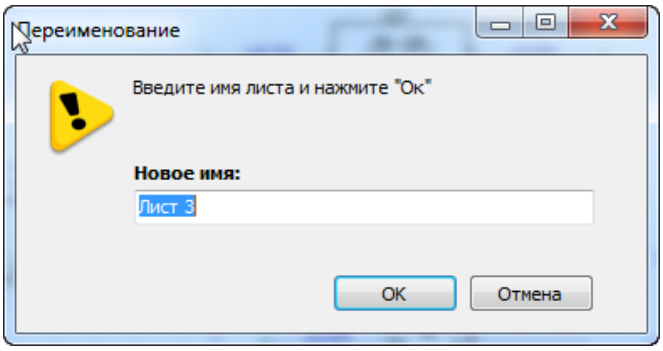

Рис. 393. Ввод имени листа
2. На экране отобразится окно для ввода имени листа, см. Рис. 393. В поле «Новое имя листа» введите имя листа.